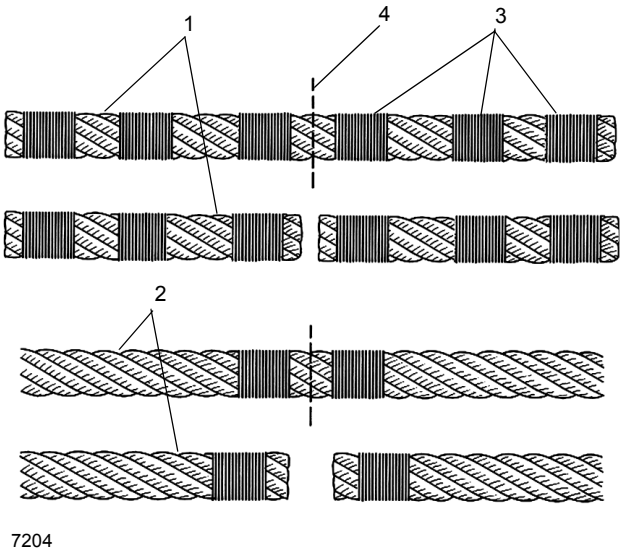

FIGURA 1-9
NOTA: Los cables no preformados (1) (Figura 1-9) deben tener tres sujeciones (3) ubicadas en cada lado del corte (4) comparado con el cable preformado (2).